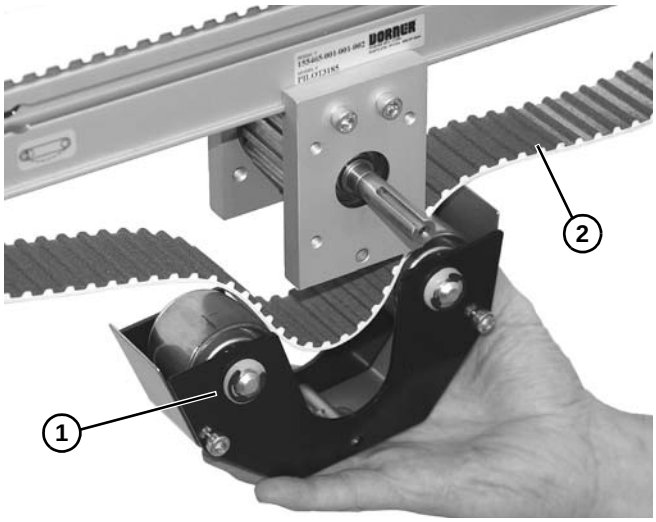

Figure 53
3. Descendre et retirer le module d'entraînement **(Figure 53, élément 1)** de la bande **(Figure 53, élément 2)**.